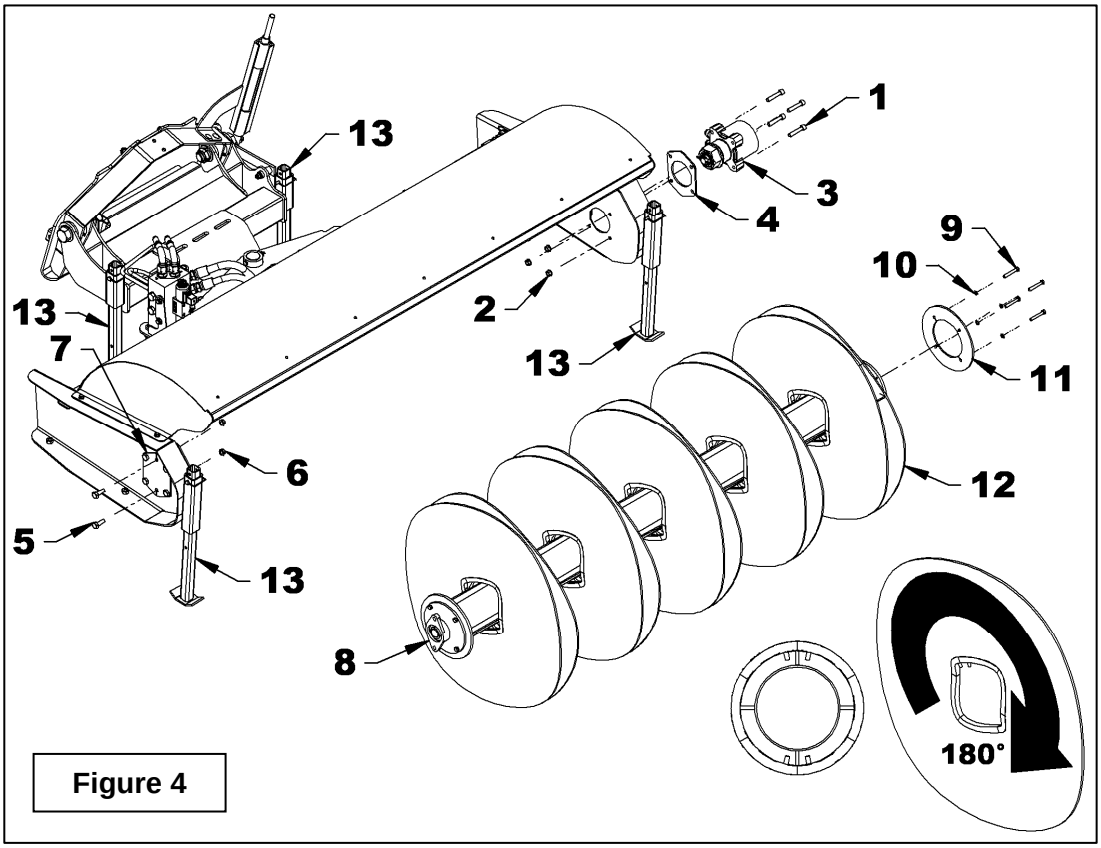

Figure 4
(Figure 4)
10. Glisser les nouvelles brosses (item 12) sur le support de brosses (item 8) en alignant les guides de chaque côté des fers plats du support de brosses et en tournant chaque brosse de 180° (voir figure 4).
11. Secouer les brosses (item 12) avant de poser la plaque de retenue (item 11) afin de les compacter.
12. Réinstaller la plaque de retenue (item 11) et fixer en place à l'aide des quatre boulons hex. 3/8" NC x 2 1/2" et les quatre rondelles de blocage (items 9-10). Il ne doit y avoir aucun écart entre les brosses une fois la plaque de retenue installée, sans toutefois qu'il y ait trop de pression entre les brosses. Mettre la dernière brosse du même sens que l'avant-dernière au besoin.
13. Glisser le support de brosses (item 8) sous le couvert de brosse.